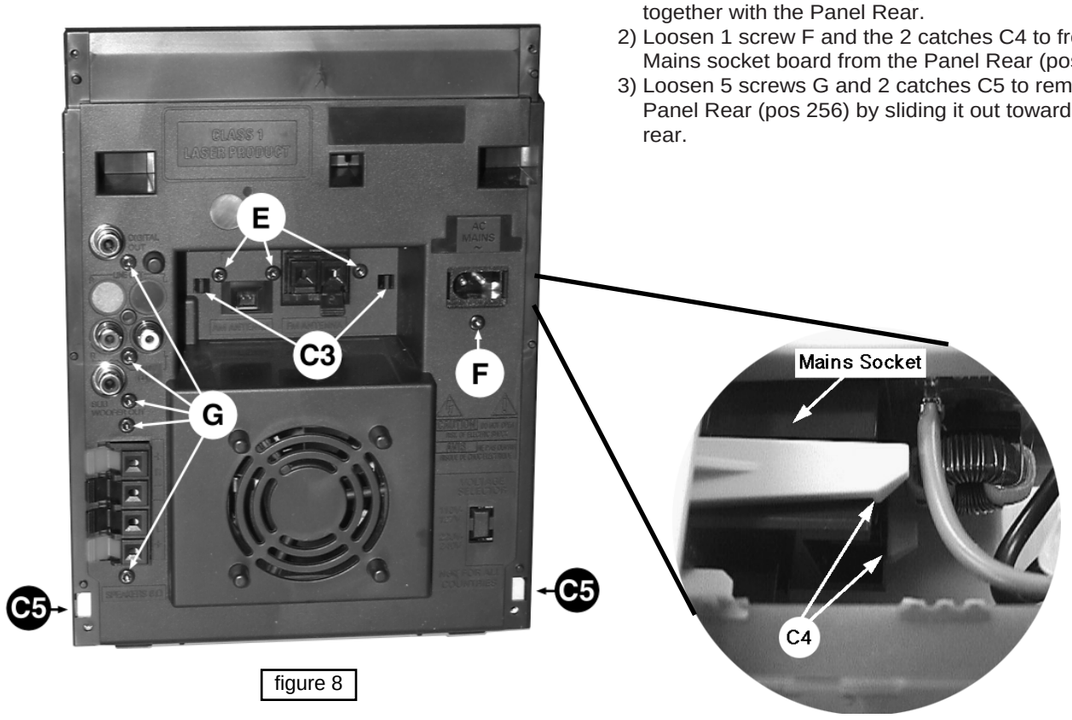

figure 8
6) Loosen 3 screws E (see figure 8) on the Panel Rear (pos 256) & uncatch 2 catches C3 to remove the Tuner Board.